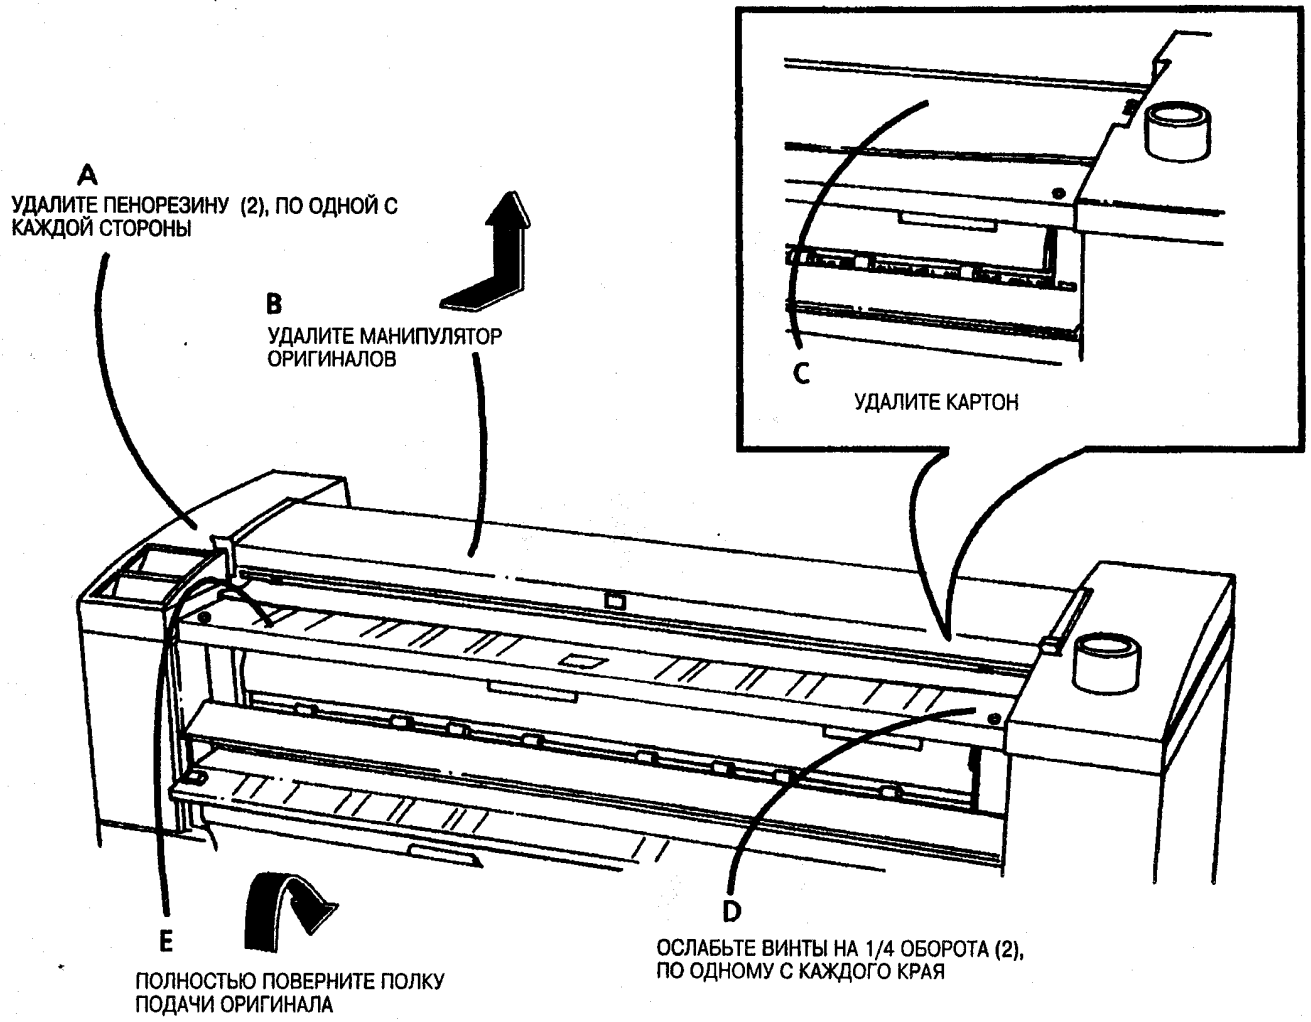

Рис. 3. Удалите манипулятор оригиналов
1. (Рис. 3): Удалите манипулятор оригиналов